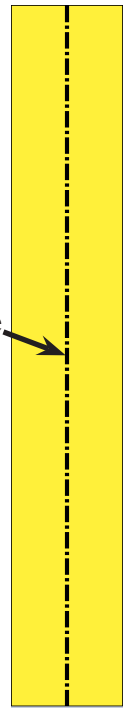

Fig. 16
Step 4. Draw a centerline from the midpoint on the bottom edge up through the sketch, **Fig. 16**.